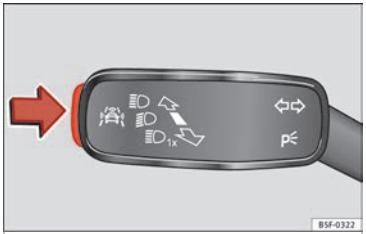

Fig. 45 On the turn signal and main beam headlight lever: button for the driver assistance systems
- Briefly press the button ››› Fig. 45 in the direction of the arrow to open the menu **Assist systems**.